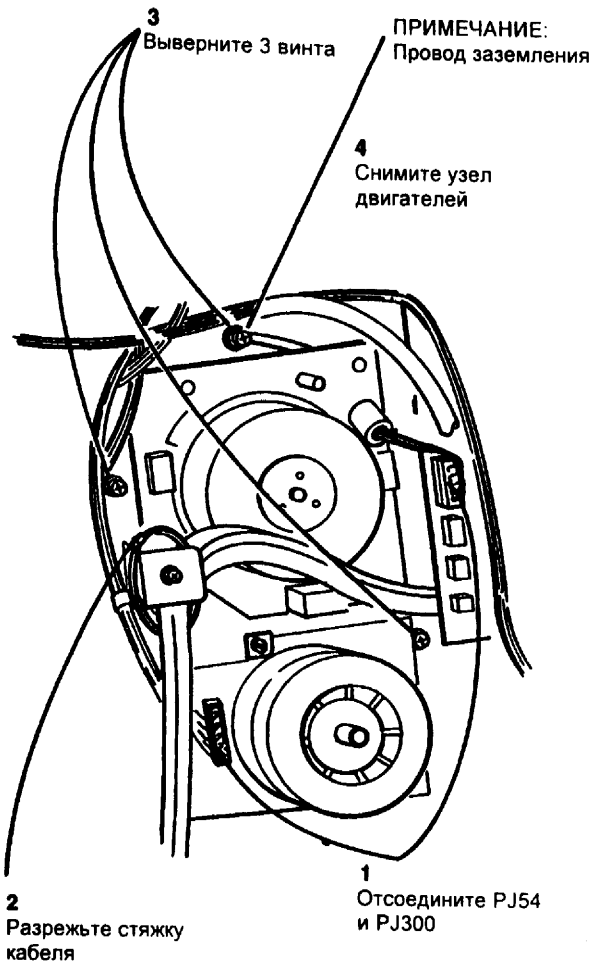

Рис. 3 Снятие узла
8. (Рис. 3) Снимите двигатель главного привода и узел двигателя привода блока проявителя
2. (Обратитесь к рис. 3) Убедитесь, что провод заземления вновь подсоединен.